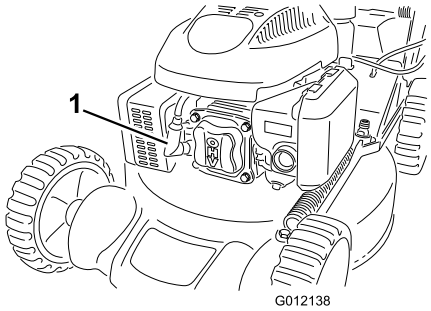

Bild 18
2. Ziehen Sie das Zündkabel von der Zündkerze (Bild 18) ab, bevor Sie Wartungsarbeiten ausführen.
2. Klemmen Sie das Zündkabel von der Zündkerze ab (Bild 18).